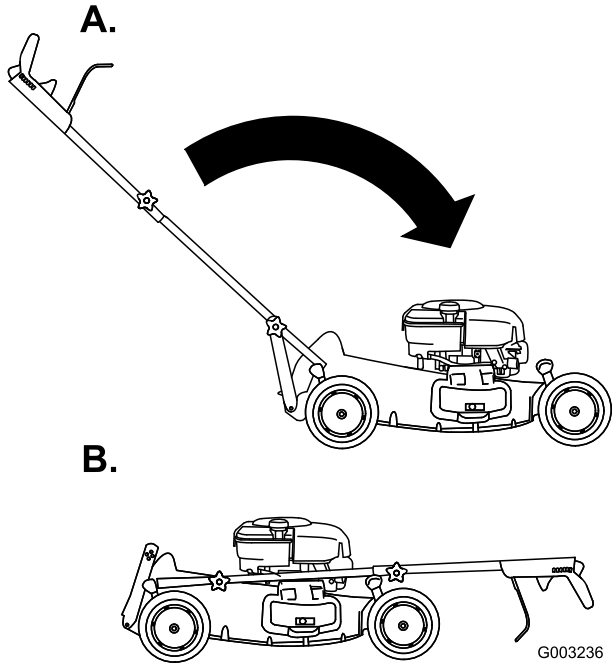

Figuur 41
3. Draai de handgreep naar voren (Figuur 41).